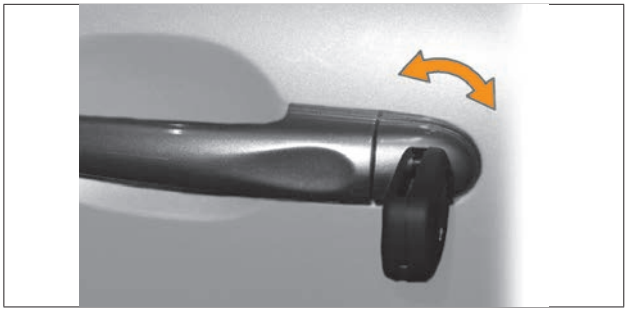

Рис. 1.13. Запирание и отпирание двери водителя поворотом ключа в замке
- разблокируйте дверь водителя поворотом ключа в замке (рис. 1.13) и откройте дверь;
- захлопните дверь водителя и заблокируйте дверь поворотом ключа в замке (см. рис. 1.13).